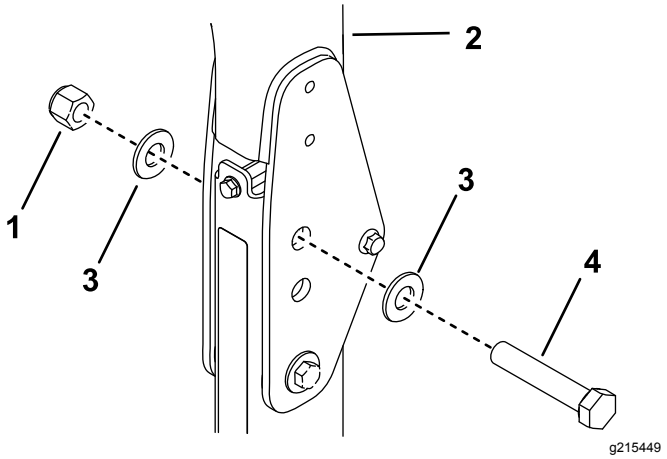

Figure 26
B. Insert a washer (13/16 x 1-1/2 inches) onto each bolt (3/4 x 4 inches) as shown in Figure 26.
C. In the holes where the pins were removed, install the bolts and washers (Figure 26).
D. Install another washer onto each bolt and secure with nut (3/4 inch) as shown in Figure 26.